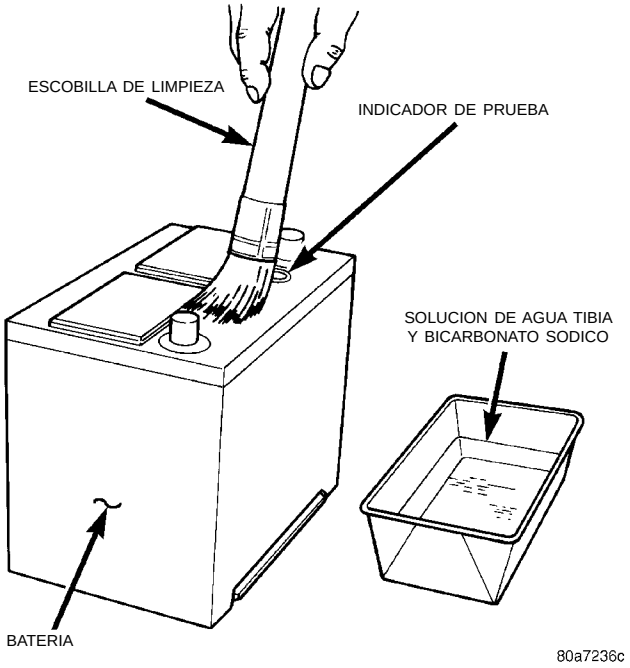

Fig. 15 Limpieza de la batería
(1) Limpie la parte superior de la batería con una solución de agua tibia y bicarbonato sódico.
(2) Aplique la solución con una escobilla de cerda y deje que se impregne hasta que se aflojen los depósitos de ácido (Fig. 15).